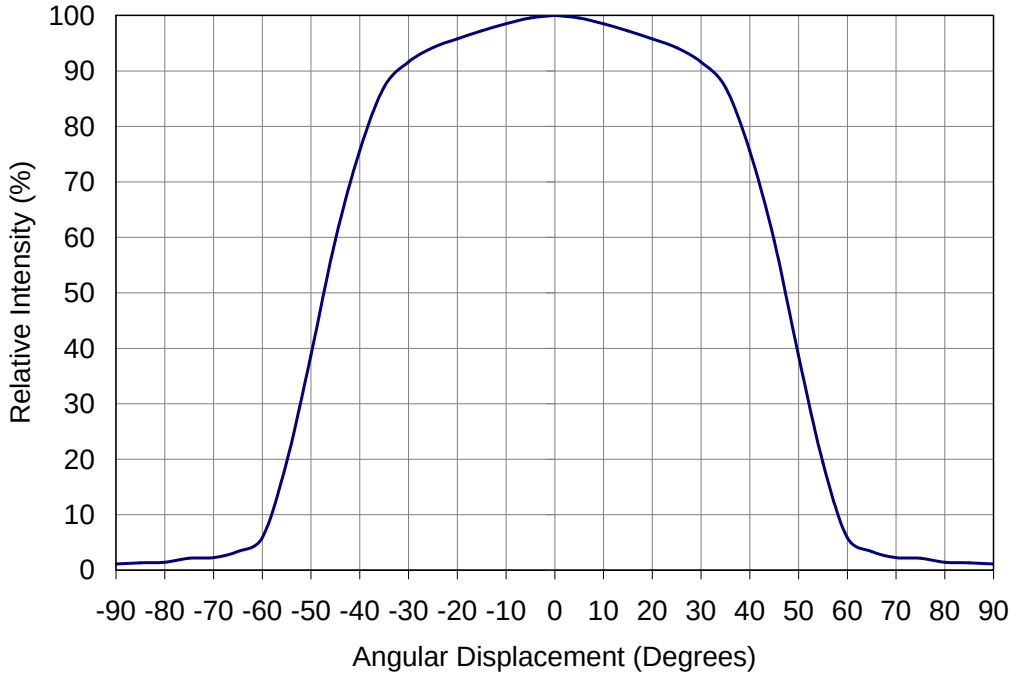

Figure 4: Typical representative spatial radiation pattern.
4. Solder conditions per JEDEC 020D. See Reflow Soldering Profile Figure 4.